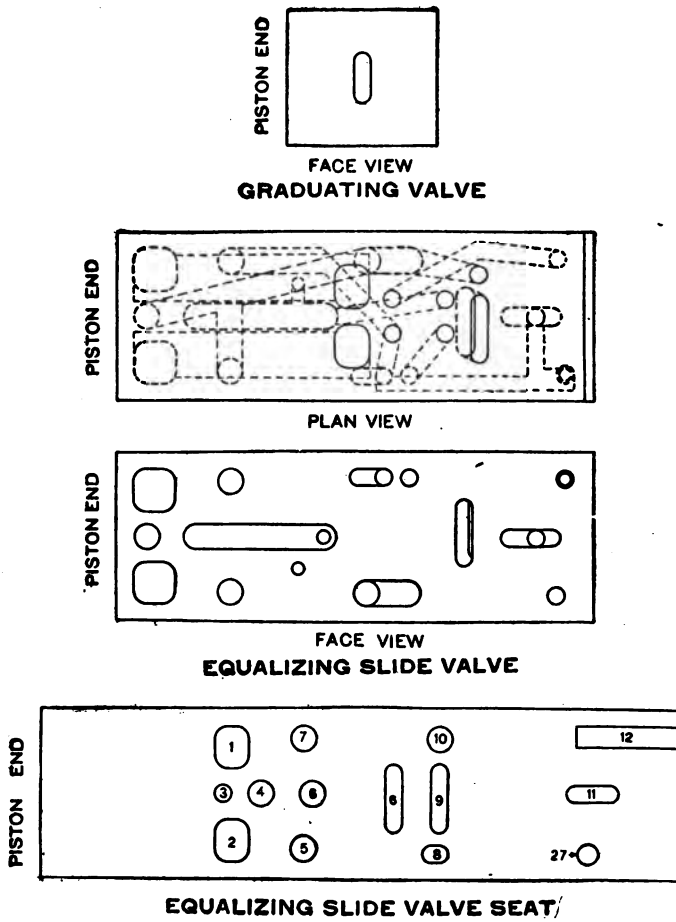

FIG. 127. EQUALIZING GRADUATING VALVE, SLIDE VALVE, AND SLIDE VALVE SEAT.
Q. What do Figs. 127, 128 and 129 represent?